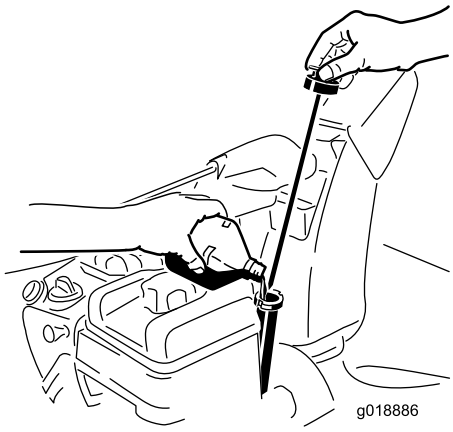

Figur 35
2. Ta ut peilestaven, og kontroller oljenivået (Figur 35). Hvis oljenivået er under Add-merket på peilestaven må du fylle på mer olje. Se Fylling av olje i motoren.